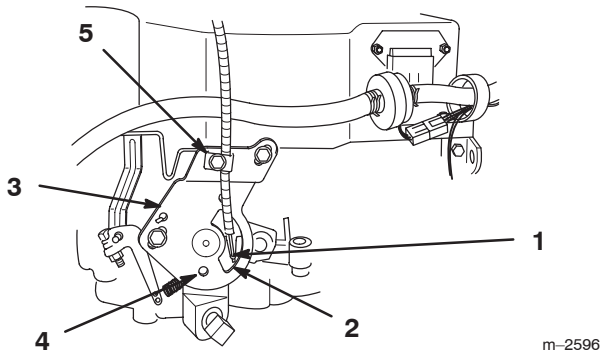

Figure 5
1. Place throttle control lever in the fast position (Fig. 5).
2. Hook wire Z–bend into hole of speed control lever (Fig. 5).
3. Loosen cable clamp screw allowing cable installation, but do not tighten (Fig. 5).